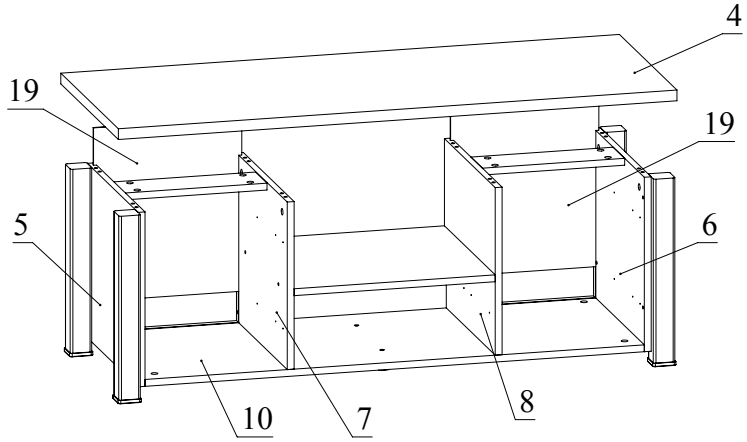

Рис.7
5. Вставить детали 19 в пазы деталей 5, 6, 7, 8. Затем соединить деталь 4 с деталями 5, 6, 7, 8 и затянуть головки минификсов (Рис. 7).